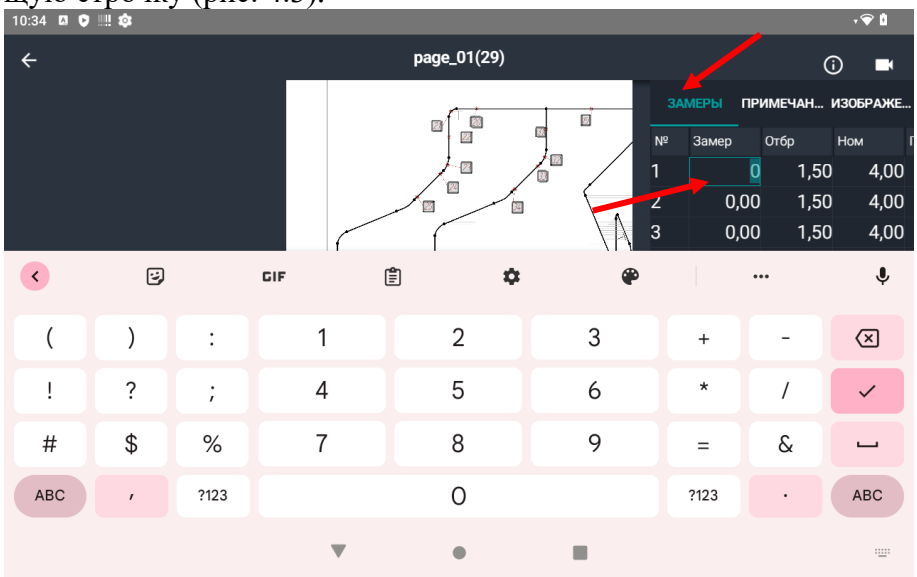

Рис. 4.3 – Внесение значения замера
- внести данные замера с клавиатуры планшета (рис. 4.3);
- подтвердить внесение замера нажав «галочку» на клавиатуре планшета или перейти на следующую строчку (рис. 4.3).